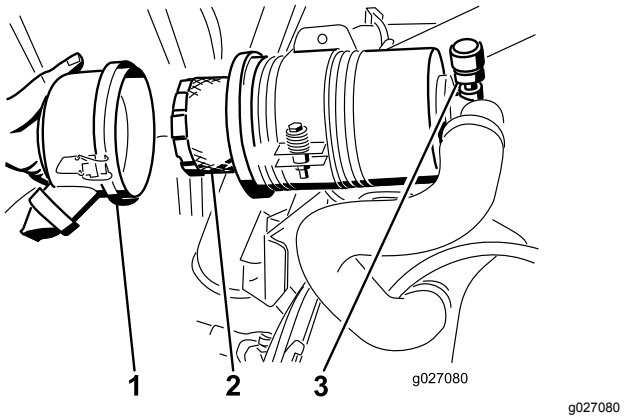

Figur 53
5. Ta ut og skift ut filteret (Figur 53).